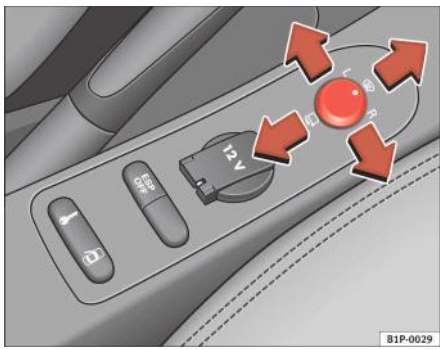

Fig. 87 Butoane pentru reglarea oglinzilor exterioare
1. Rotiți butonul ⇒ fig. 87 în poziția **L** (**oglinda exterioară din stânga**).
– Rotiți butonul în poziția centrală ⇒ fig. 87 (1) pentru activarea funcției de încălzire a oglinzilor retrovizoare şi a funcției de încălzire a parbrizului* în zona de repaus a lamelor ştergătoarelor ⇒ pagina 126.
– Pentru plierea oglinzilor exterioare, rotiți butonul ⇒ fig. 87 în poziția . Pliați întotdeauna oglinzile exterioare când traversați o spălătorie automată. În acest mod preveniți deteriorările.